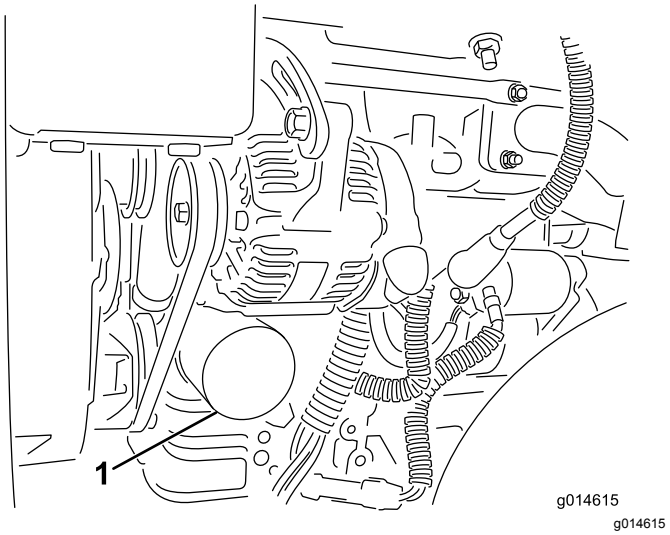

Rysunek 29
2. Wyciągnij filtr oleju (Rysunek 29). Nałóż cienką warstwę czystego oleju na uszczelkę nowego filtra.